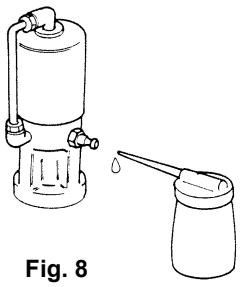

Fig. 8
2) エア供給口に右の図のように潤滑油を約 0.5 mL 注入します（Fig. 8）。